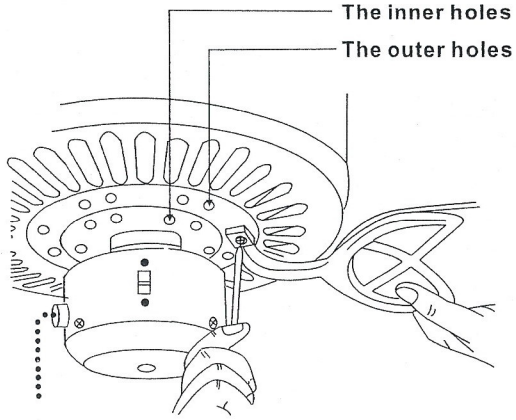

Figure 12
Step 3 Fasten blade assembly to motor using the screws supplied. (Fig. 12)